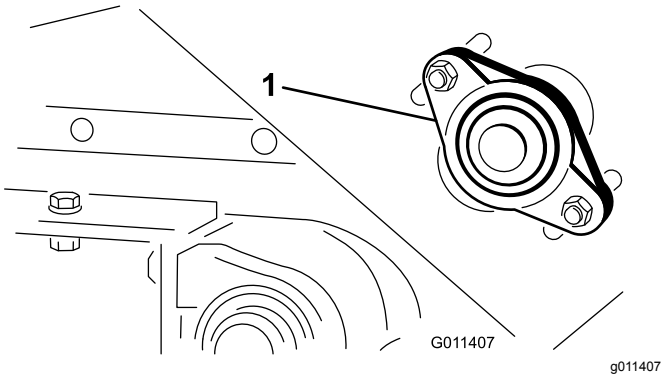

Figur 22
1. Løsne mutterne som fester lagerhuset (Figur 22) på høyre side av maskinen.